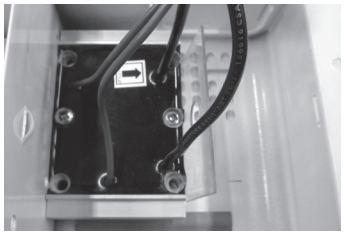

FIG. 1
2. Insérer le séparateur de voltage dans le haut du relais, positionner le relais en haut dans la boîte de jonction et visser. FIG. 1